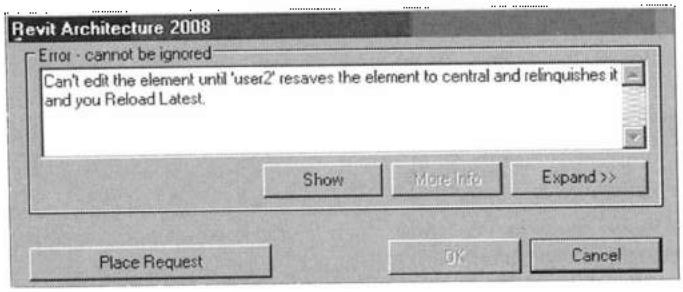

Рис. 28.6. *Сообщение об отсутствии разрешения на изменение элемента*
2. Попробовать изменить элемент (например, перенести его) либо выбрать из контекстного меню редактируемого элемента команду **Make Element Editable** (Сделать редактируемым элемент). Если рабочий набор, содержащий редактируемый элемент, находится в пользовании другого участника, откроется сообщение об отсутствии разрешения на редактирование элемента (рис. 28.6).
4. Отменить редактирование в боксе с предупреждением (см. рис. 28.6).